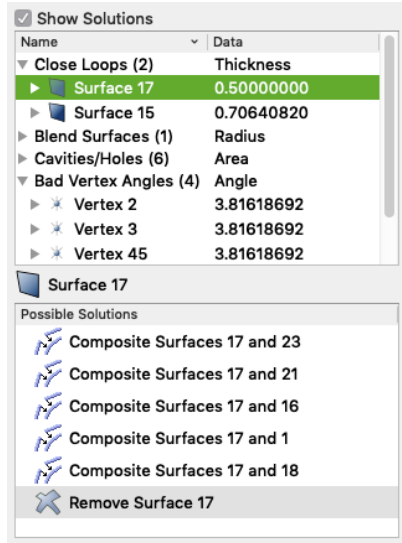

Figure 4. Entitiy-specific solutions displayed in geometry power tool.
- **Show Solutions:** Selecting the **Show Solutions** check box at the top of the results window will display an additional window, (See Figure 4.) populated with relevant operations for the currently selected entity. Selecting a solution will display a preview of the operation in the graphics window. Double clicking the solution will execute the solution. A right click on the solution will show a context menu revealing the following options: